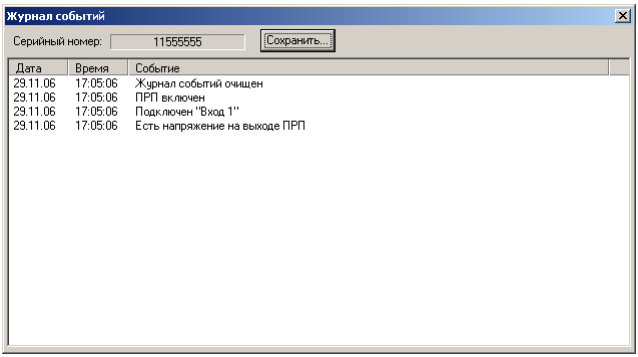

Рисунок 16 – Окно журнала событий Log Reader TS
- после окончания процесса считывания журнала (обычно длится несколько секунд) появится окно с содержимым журнала событий (рисунок 16);